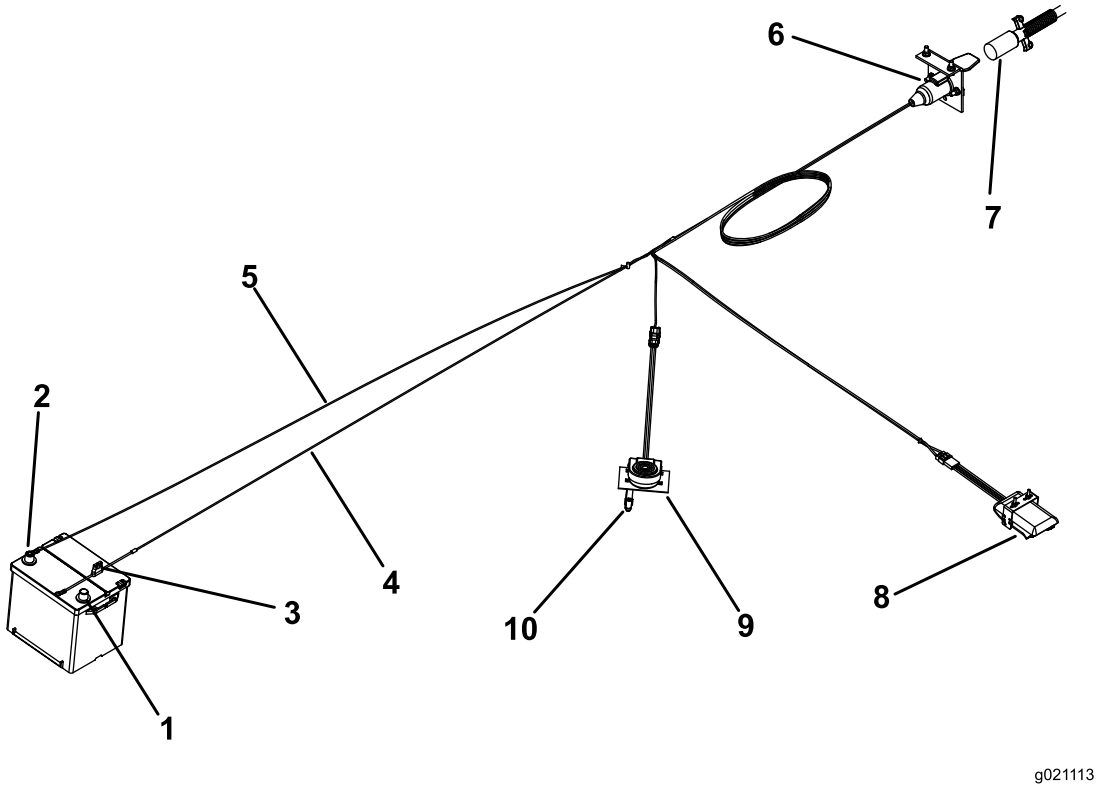

**Figur 11**
5. Monter belastningskontrollenheten på plentraktorens dashbord eller fender med (2) nr. 10 x 7/8 tommers-skruer og nr. 10 muttere.
7. Koble ledningssatsen til komponentene (Figur 11) på følgende måte: